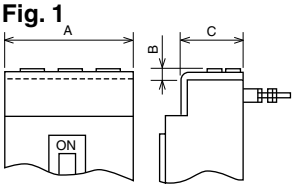

Fig. 2
*2 Dimension B in Fig. 2
*2 See Fig. 2 of BTC.